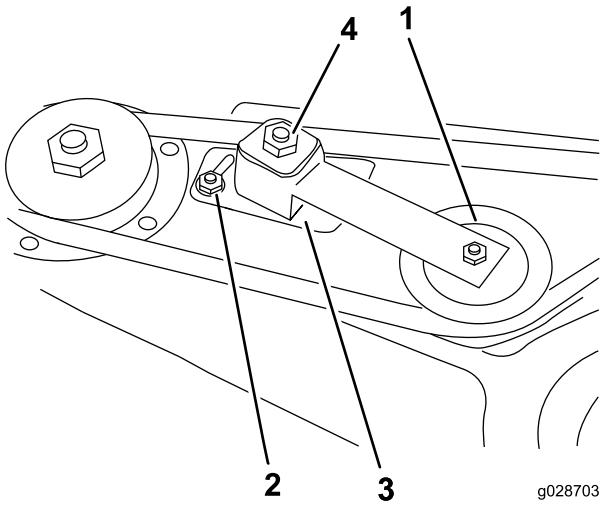

Figuur 3
3. Zet de 2 moeren los waarmee de plaat van de spanpoelie bevestigd is zodat de spanpoelie niet meer tegen de riem aandrukt (Figuur 3).